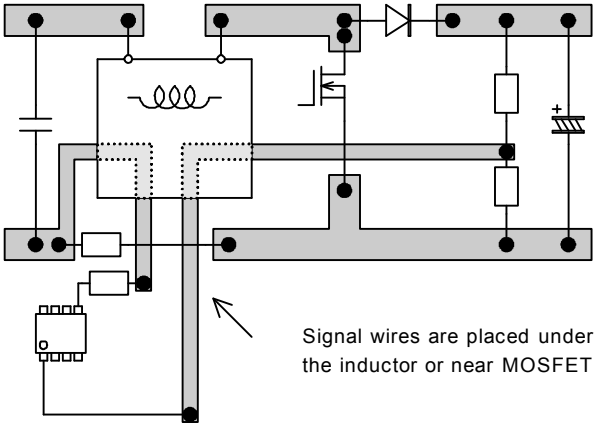

Fig.33 Bad example (3)
- Signal wires are placed under the inductor or near MOSFET or diode. (Fig. 33)